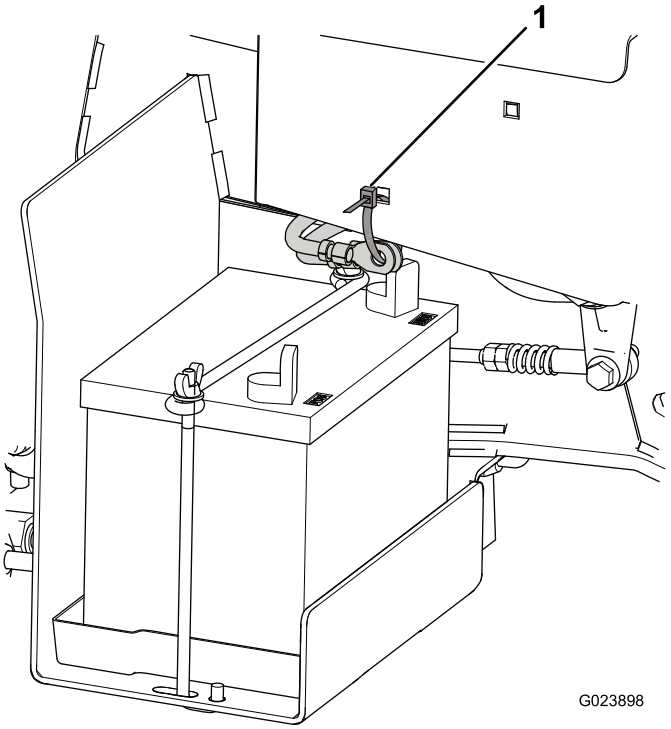

Figur 4
1. Skær kabelbåndet af, der fastgør batterikablerne til stellet, og kasser det (Figur 4).